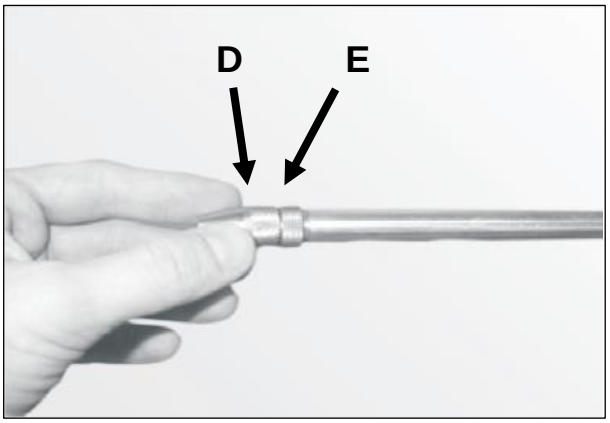

Рис.19
5. Ширина распыляемой струи регулируется поворотом насадки **D**, которая фиксируется на пистолете гайкой **E** (рис. 19).